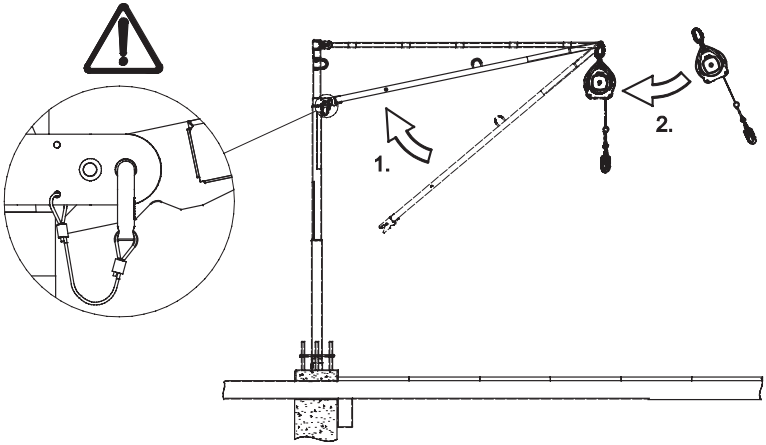
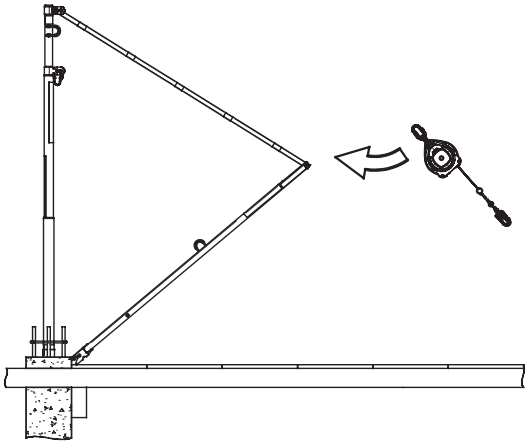

Figur 28. *Montering av SkyReach Förankringsenhet och fastsättning av ett 6,2 m Falcon Fallskyddsblock*
Figur 29. *Fastsättning av ett 6,2 m Falcon Fallskyddsblock på lägre höjd.*
3. Du kan nu antingen (1) montera klart SkyReach Förankringsenhet genom att placera stagkroken i mastens nedre fästöron som i figur 28 och säkra staget med låssprinten enligt figuren. Anslut sedan Fallskyddsblocket till förankringspunkten och se till att det är korrekt fäst. **Eller** (2) positionera bommen och staget som i figur 29 och anslut Fallskyddsblocket till förankringspunkten, som nu sitter på lägre höjd, innan du fäster staget vid masten.